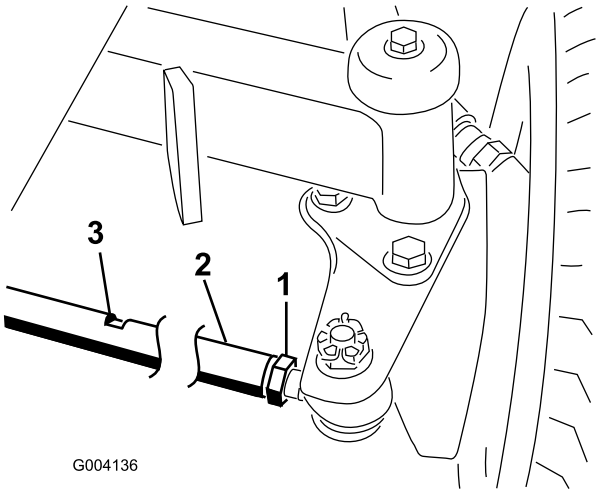

Figuur 62
2. Draai de contramoeren aan de uiteinden van de trommel van de tractiestang los (Figuur 62).